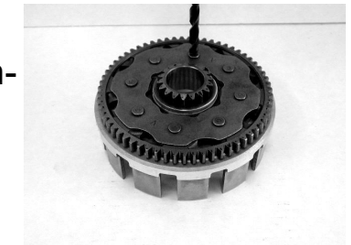

Figure 1
- Center punch the heads of the rivets on the backside of the basket and drill the head of the rivet off so the retainer plate can come off (Figure 1)